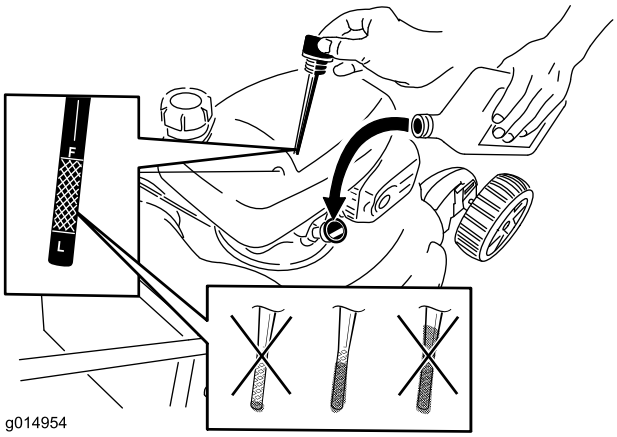

Figur 10
1. Ta ut oljestickan, torka av den och sätt sedan tillbaka den ordentligt (Figur 10).
2. Ta ut oljestickan och kontrollera oljenivån (Figur 10). Om oljenivån är under markeringen **Add** på oljestickan, fyller du **långsamt** på olja i påfyllningsröret så att nivån höjs till markeringen **Full**. **Fyll inte på för mycket.** (Maximal påfyllning: 0,55 l), **typ: SAE 30-fordonsolja** med API-klassificering SL, SM eller högre. SAE 10W30 kan användas om inte SAE 30 finns till hands.)